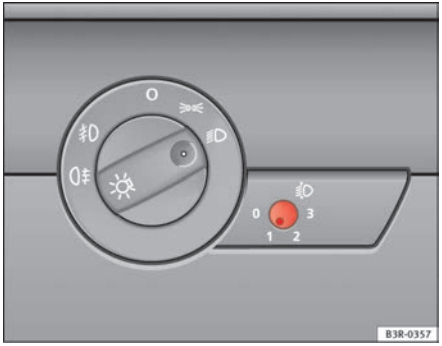

Fig. 89 Headlight range control ▶
– Briefly press the knob ⇒ page 120, fig. 89 to release it from its set position.